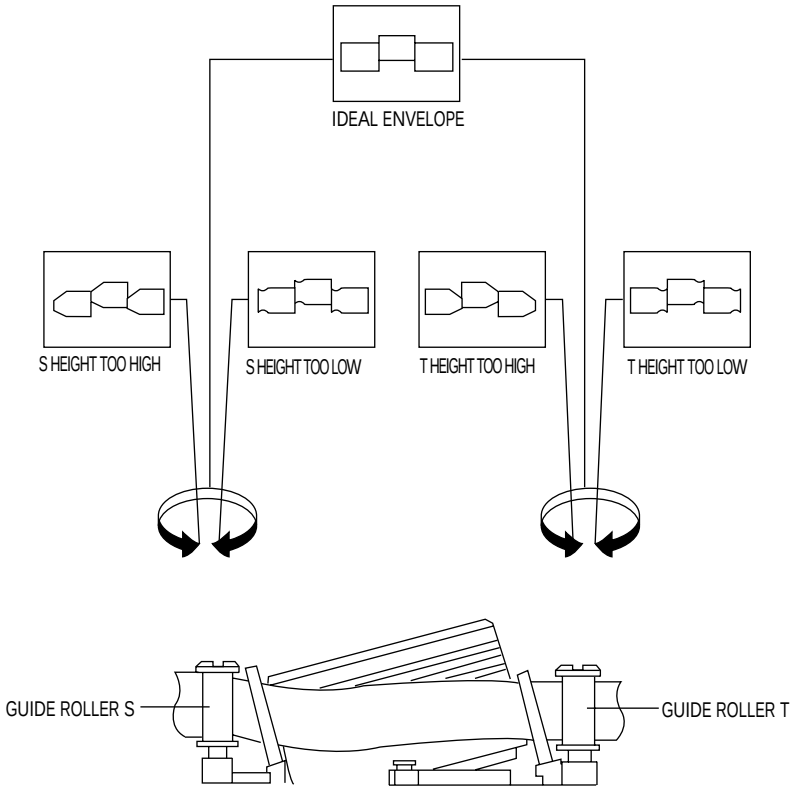

Fig. 5-11 Guide Roller S, T Height Adjustment
8) Turn the guide roller heads with a flat head ( ) driver to obtain a flat video RF envelope as shown in Fig. 5-11.